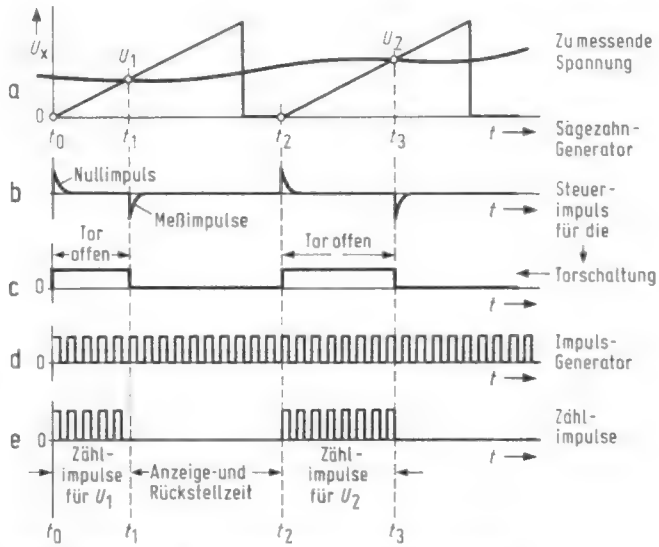

Bild 2. Spannungsdiagramme für den Sägezahnumsetzer
*Bild 2* erläutert die Vorgänge in Diagrammform. Die zu messende Spannung in Bild 2*a* möge im zeitlichen Ablauf zwischen den Punkten $U_1$ und $U_2$ leicht ansteigen. In diesem Teildiagramm ist außerdem der Spannungsverlauf des Sägezahngenerators eingetragen.
Im Zeitpunkt $t_0$ wird die Sägezahnspannung von Null aus durch den aus dem Steuerteil kommenden Triggerimpuls oder Nullimpuls gestartet. Dieser Nullimpuls aus Bild 2*b* öffnet gleichzeitig das Tor in Bild 2*c*.
Ständig in Betrieb ist der Impulsgenerator und liefert eine durchlaufende Impulsspannungsreihe nach Bild 2*d*. Sie kann nun nach Bild 2*e* in das geöffnete Tor einlaufen.
Ein Nulldurchgang der Ausgangsspannung stellt aber noch keinen Steuer- oder Triggerimpuls für weitere Vorgänge dar. Man schaltet deshalb nach *Bild 5a* dem Differenzverstärker noch einen RC-Hochpaß nach. Faßt man nach Bild 5b den Nulldurchgang, der Ausgangsspannung als Anstiegsflanke einer Rechteckspannung auf, dann überträgt der Hochpaß nur den steilen Spannungssprung und ergibt hinter dem Kondensator C den bekannten Differenzierimpuls Bild 5c. Dieser Impuls wird genau im Nulldurchgang der Komparatorschaltung ausgelöst und kann wie in Bild 2 als Meßimpuls verwendet werden.